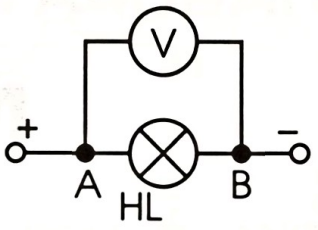

Рис. 2
1. Соберите электрическую цепь по рис. 2 и измерьте напряжение $\mathbf{U}$ на участке AB.